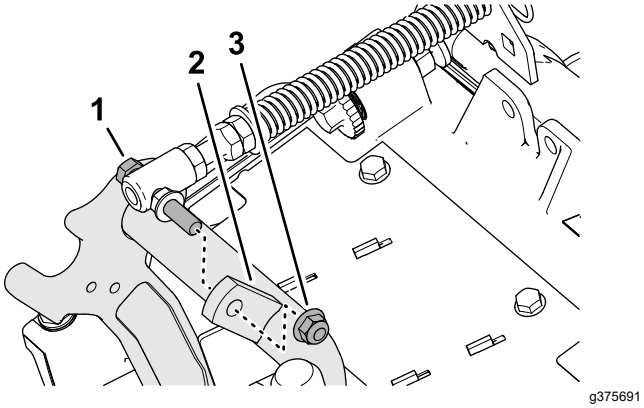

**Figuur 12**
3. Verwijder de flensborgmoer (⅜") waarmee de tapbout van de gazoncompensatieveer is bevestigd aan de rechterlip van het draagframe, en verwijder de compensatieveer van de maai-eenheid (Figuur 12).